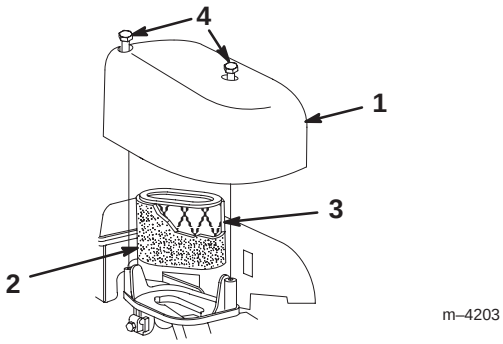

Bild 20
3. Entfernen Sie die Schrauben, mit denen der Luftfilterdeckel abgesichert wird (Bild 20).
4. Entfernen Sie den Luftfilterdeckel und reinigen ihn gründlich (Bild 20).
6. Waschen Sie den Schaumeinsatz in milder Seifenlauge. Löschen Sie ihn dann trocken (Bild 20).
7. Entfernen und entsorgen Sie den Papierfilter (Bild 20).
8. Legen Sie den neuen Papierfilter in den Schaumeinsatz (Bild 20).
9. Montieren Sie den neuen Luftfilter (Bild 20).
10. Bringen Sie den Filterdeckel wieder an (Bild 20).